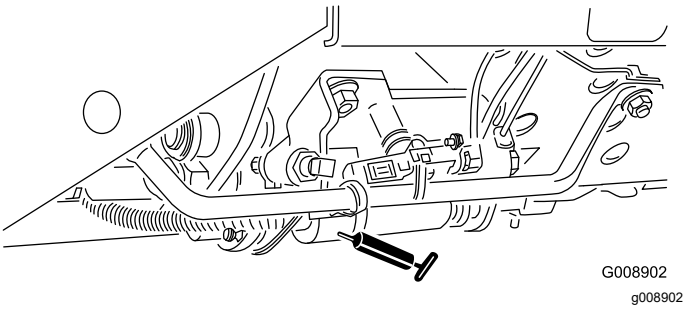

**Figur 61**
- Skjutreglage för klippning/transport (Figur 61)